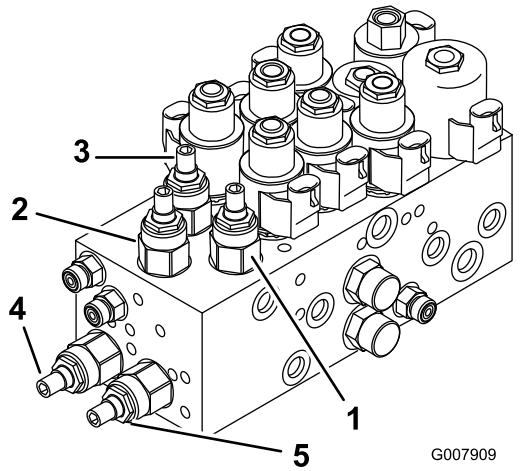
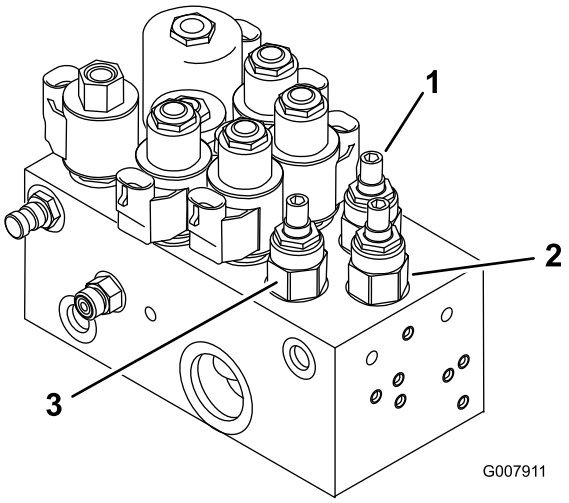

Bild 82
Bild 83
1. Stellen Sie die gewünschten Mähwerke mit den Ventilen am Hubverteiler ein (siehe Tabelle Bild 82 und Bild 83).